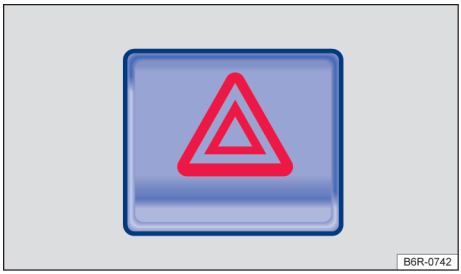

Fig. 46 Na parte superior do console central: interruptor das luzes de advertência. ▶
2. Ligar as luzes de advertência com o interruptor [⚠] → Fig. 46.
As luzes de advertência também podem ser desligadas ao pressionar o interruptor ⚠ no painel de instrumentos → Fig. 46.